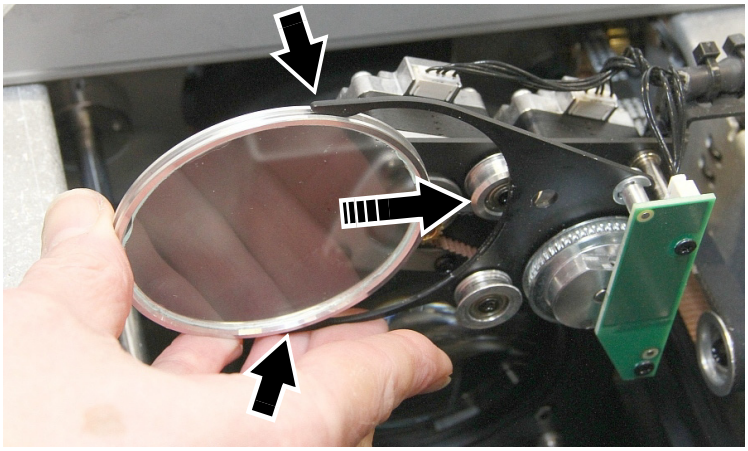

**Figure 25 : Installation du filtre de frost**
7. Le filtre de frost est collé sur un support métallique. Observez attentivement le support et notez la face sur laquelle est collé le frost. Orientez le filtre de façon à ce que la face sur laquelle il est collé soit *face à l'arrière de la tête*. Voir Figure 25. Glissez le filtre dans les mâchoires (voir repère) et vérifiez qu'il est correctement maintenu.